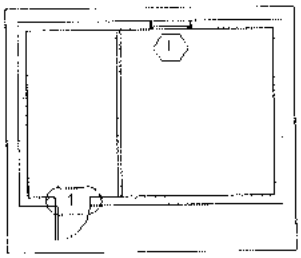

Рис. 28.13. *Исходный вид проекта*
1. Создать на виде плана исходный вариант проекта (рис. 28.13).
Передача элемента в постоянное владение другим участникам. Если случается, что отдельные элементы одного владельца постоянно заимствуются другим участником, может оказаться целесообразным передать эти элементы в соответствующие рабочие наборы указанного участника. На рис. 28.13 окно 1 принадлежит *Руслану*. Поскольку размещением и редактированием свойств этих окон будет далее заниматься исключительно *Вадим*, необходимо включить это окно в его рабочий набор.